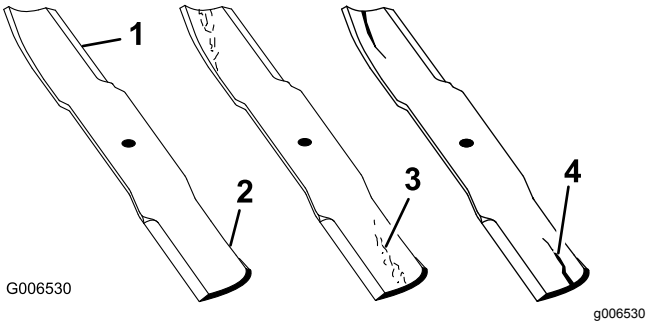

Figur 51
1. Kontrollera eggarna (Figur 51).
2. Kontrollera knivarna, särskilt den böjda delen (Figur 51).
Obs: Montera omedelbart en ny kniv om du upptäcker skador, slitage eller om ett spår har bildats i detta område (del 3 och 4 i Figur 51).